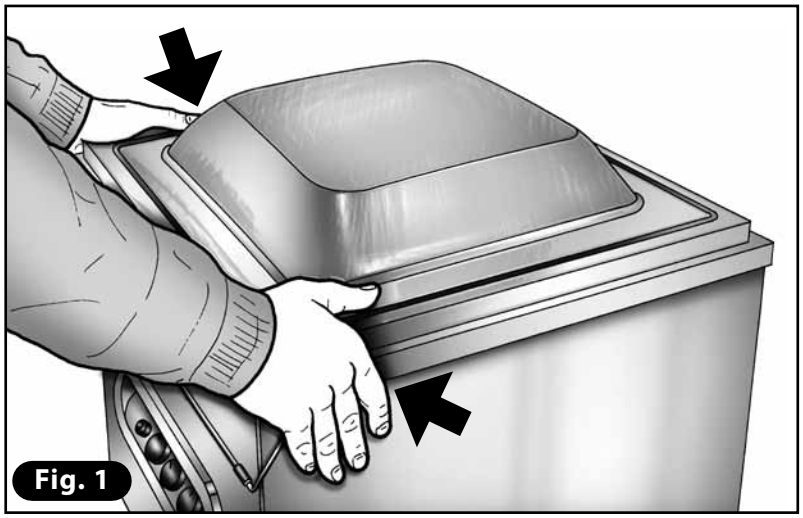

Fig. 1
2) Choisir un sachet approprié au produit à conditionner (le produit doit occuper 2/3 du volume utile du sachet). Introduire à l'intérieur de la cloche le sachet **(D)** contenant le produit à conditionner et le placer en position centrée sur la barre de soudure **(E)**, de manière à ce que le bord ouvert dépasse de 20 mm environ de ladite barre. Pour les modèles avec longueur de la barre suffisante pour conditionner plusieurs sachets simultanément et pour les modèles multibarre, distribuer les sachets à une distance régulière (=) **(Fig. 1)**.
Abaisser le couvercle des deux mains en exerçant une légère pression à la hauteur des angles du couvercle **(Fig. 1)**. L'appareil commencera le cycle de travail selon les valeurs de vide et de soudure introduites.